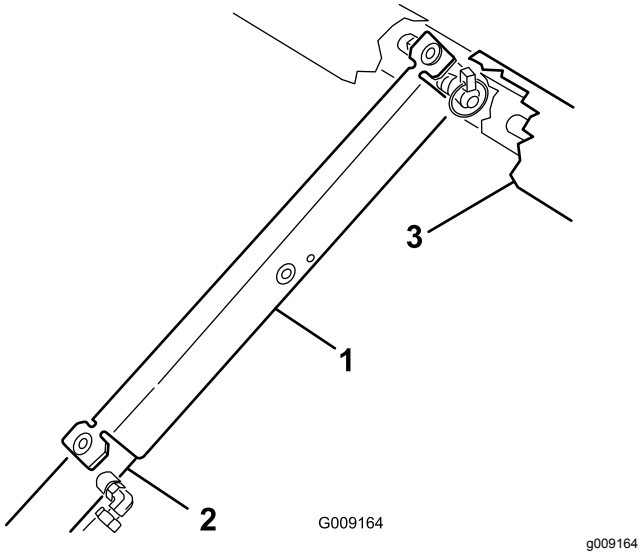

Figur 13
3. Tryck fast flakstödet på cylinderstaven och kontrollera att stödets ändar vilar på cylindertrummans ände och cylinderstavens ände (Figur 13).